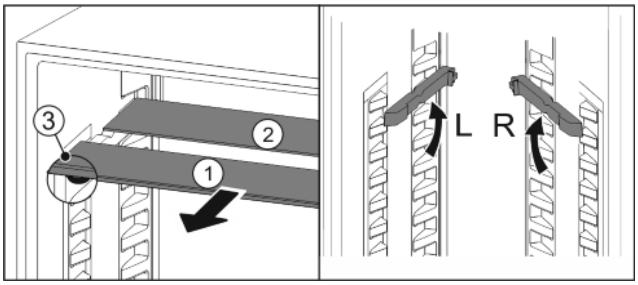

Fig. 19
▶ Pull the glass panels out *Fig. 19 (1)* from the front, one at a time.
▷ Glass panel *Fig. 19 (1)* with pull-out stoppers is at the front.
▷ Stoppers are pointing down *Fig. 19 (3)*.